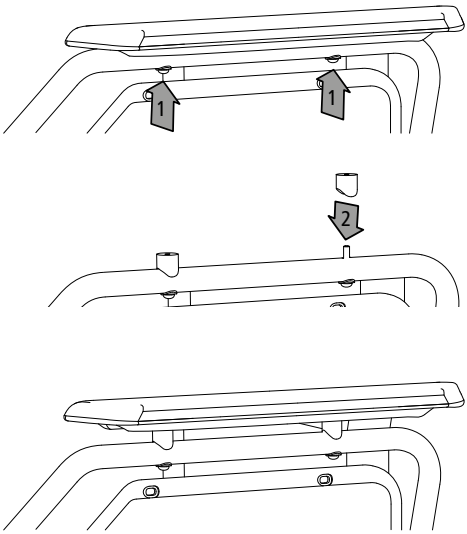

fig. 36
1. Allentare le viti (1, fig. 36) che fissano il sostegno per le braccia al telaio.
2. A seguire rimuovere il sostegno per il braccio dal telaio e posizionare i due adattatori sui fori (2, fig. 36) per i sostegni per le braccia posti sul telaio.